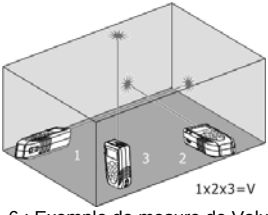

Fig. 6 : Exemple de mesure de Volume
3. Appuyer sur la touche MEAS pour exécuter la première mesure (longueur) de la surface (voir Fig. 6). La valeur correspondante est insérée dans le premier écran partiel. Le symbole « » s'affiche avec côté « 1 » clignotant.
4. Appuyer à nouveau sur la touche MEAS pour exécuter la deuxième mesure (largeur) de la surface (voir Fig. 6). La valeur correspondante est insérée dans le deuxième écran partiel. La valeur de l'aire correspondante apparaît à l'écran résultant. Le symbole « » s'affiche avec côté « 2 » clignotant.
5. Appuyer à nouveau sur la touche MEAS pour exécuter la troisième mesure (hauteur) (voir Fig. 6). La valeur totale du volume apparaît à l'écran résultant de l'afficheur principal.